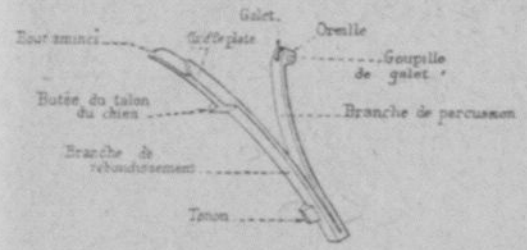

Fig. 10. — Grand-ressort.
11. Grand ressort (fig. 10). — Il comprend deux pièces qui sont :